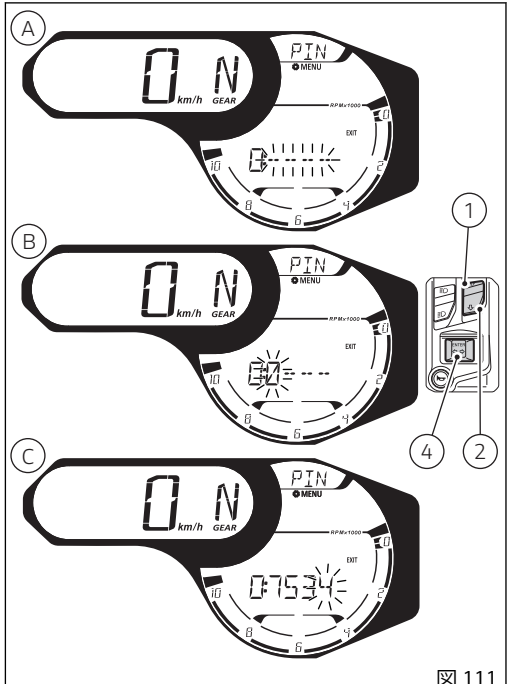

図 111
ボタン (4) を押して最後の桁 (C、図 111) を決定すると、インストルメントパネルは次の動作を行います。
- PIN CODE が正しくない場合は、インストルメントパネルは "ERROR" を 2 秒間点滅表示します。2 秒後に "EXIT" が選択されます (枠が点滅)。この時点でボタン (4) を押すと、PIN CODE の変更機能を終了します。一方、ボタン (1) と (2) を使うと、もう一度旧コード (A、図 111) を入力することができます。(図 111)